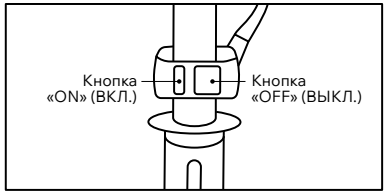

Рис. 11
3. Нажмите на кнопку «ON» (ВКЛ.) выключателя зажигания. (Рис. 11).
При работающем двигателе выключатель зажигания должен оставаться в положении «ON» (ВКЛ.) **(Рис. 11)**.
возникновения аварийной или опасной для жизни ситуации. Для экстренной остановки двигателя нажмите на кнопку «OFF» (ВЫКЛ.) выключателя зажигания (Рис. 11).
- Остановите двигатель, повернув выключатель двигателя (кнопку) в положение «OFF» **(Рис. 11)**.